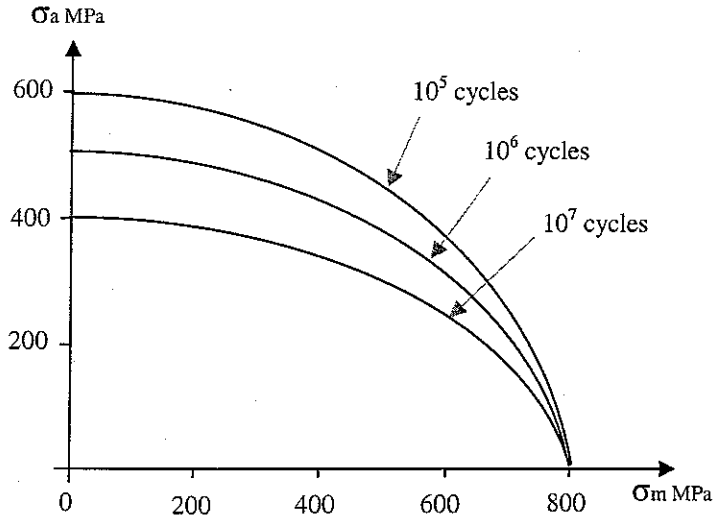

Figure 2 : Diagramme de Haigh
a) Estimez, à l'aide du diagramme de Haigh fourni (figure 2), la contrainte moyenne et la contrainte maximum admissibles pour que la pièce ne subisse pas de rupture en fatigue (limite conventionnelle).